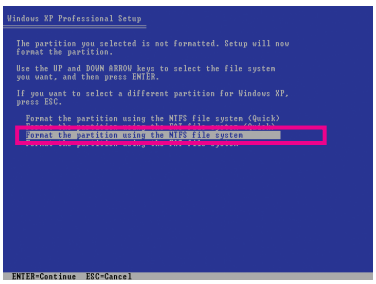

図 3
3. ファイルシステムを選択し (たとえば、NTFS) オペレーティングシステムのインストールを開始します (図 3)。